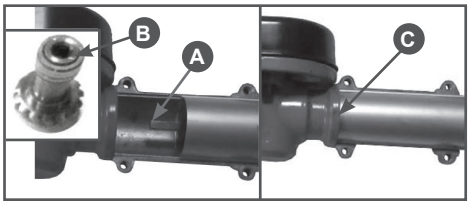

Рис. 3 Совмещение вала штанги с отверстием вала редуктора
2. Вставьте вал соединительный А во втулку штанги (Рис. 3). Установите штангу на редуктор. Соединительный вал А совместите с отверстием вала редуктора В. При правильной установке штанга должна упираться в буртик на редукторе С (Рис. 3).